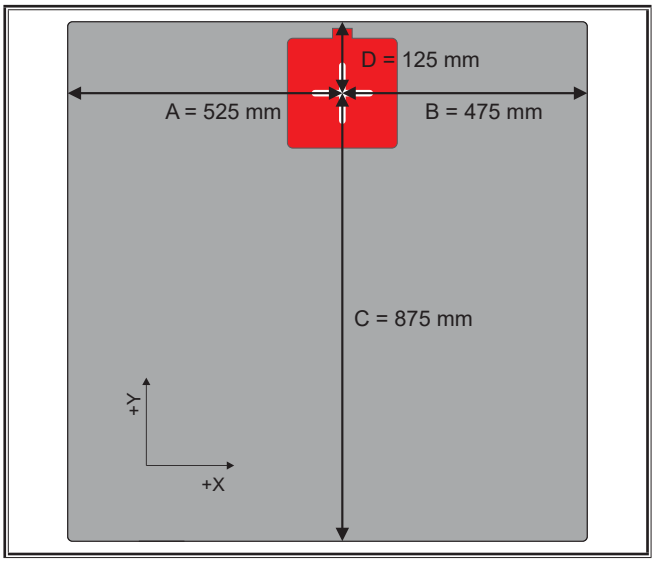
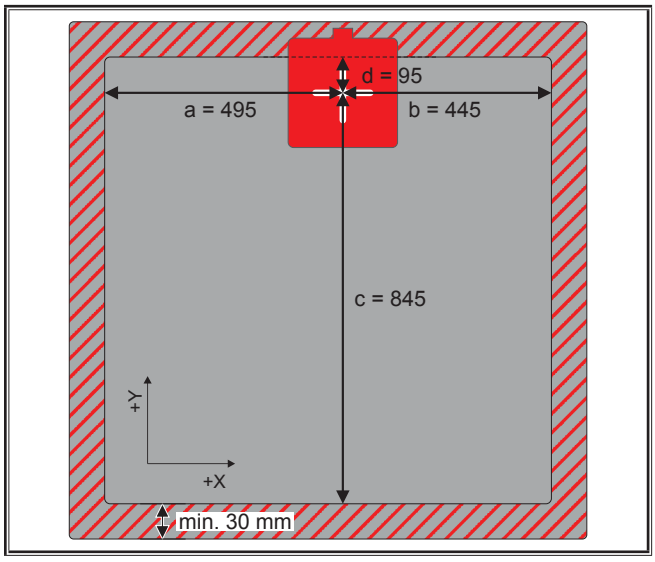

Fig. 102: Distanze per montaggio sul bordo del banco
Fig. 103: Dimensioni centro banco del Cobot
❑ Se si utilizza un banco da 1000x1000 mm e si posiziona il Cobot esattamente come nella Fig. 102), è possibile acquisire tutti i valori della Fig. 103). Se il cobot si trova in un'altra posizione o si dispone di un banco più grande, non acquisire solamente questi valori.
- ➲ Selezionare ora i singoli piani e immettere l'offset rilevato come da Tab. 10) o Fig. 103). Selezionare anche ogni volta l'opzione "Entrambi i lati".